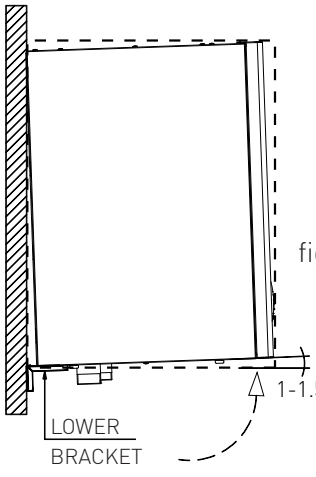

fig. 5
4. adjust the inclination of the boiler (fig. 5) by sliding the lower bracket ensuring an inclination of the boiler, against the vertical, of about 1–1.5°.